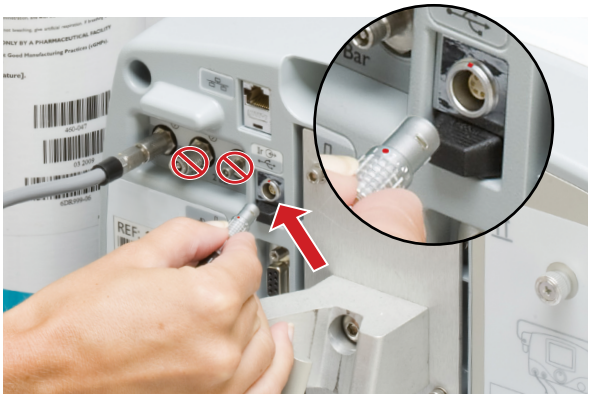

Figure 4-4 Connecting infrared cable
7. Connect the infrared cable from the Transport Regulator/Cap Assembly to the back of the INOmax DS_{IR} Plus, being careful to line up the red markings on the plug and socket (see inset, Figure 4-4).